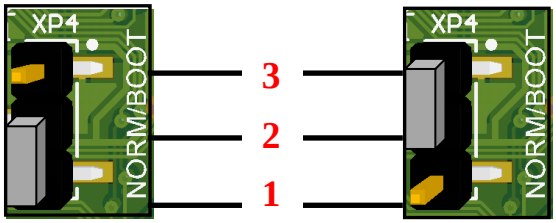

Рисунок 43. Разъем **XP4**: а) джампер в положении **NORM** (замкнуты контакты **1** и **2**); б) джампер разъема в положении **BOOT** (замкнуты контакты **2** и **3**)
3. **В течение 30 секунд установить джампер разъема XP4 в положение BOOT** (смотрите рисунок 43). В противном случае ККТ выключится.
2.2. В течение **30 секунд установить джампер разъема XP4 в положение BOOT** (смотрите рисунок 43), в противном случае ККТ выключится.